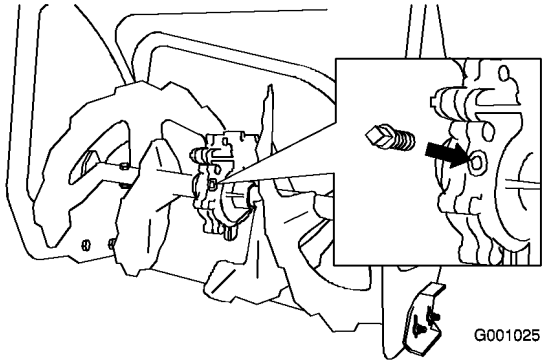

Figur 42
2. Rengör området runt rörpluggen (Figur 42).